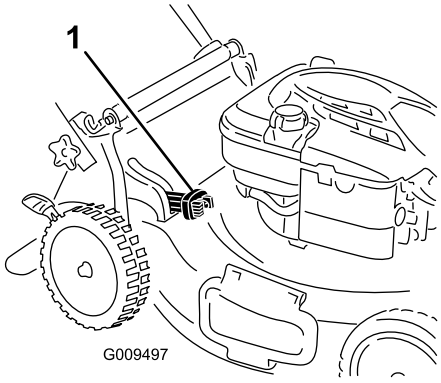

Figur 15
- Om du vill samla upp gräs- och lövklipp trycker du på knappen på uppsamlingspåsens snabbutlösarspak och för spaken framåt till dess att knappen på spaken hoppar upp (Figur 15).